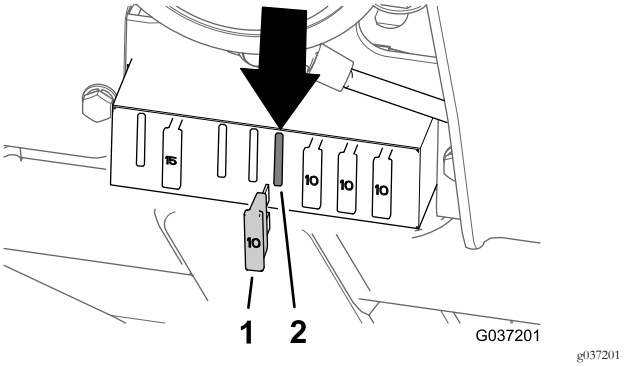

Figur 38
- Model 30654, 30657, og 30659 – 5. sikringsplacering fra venstre (Figur 38)